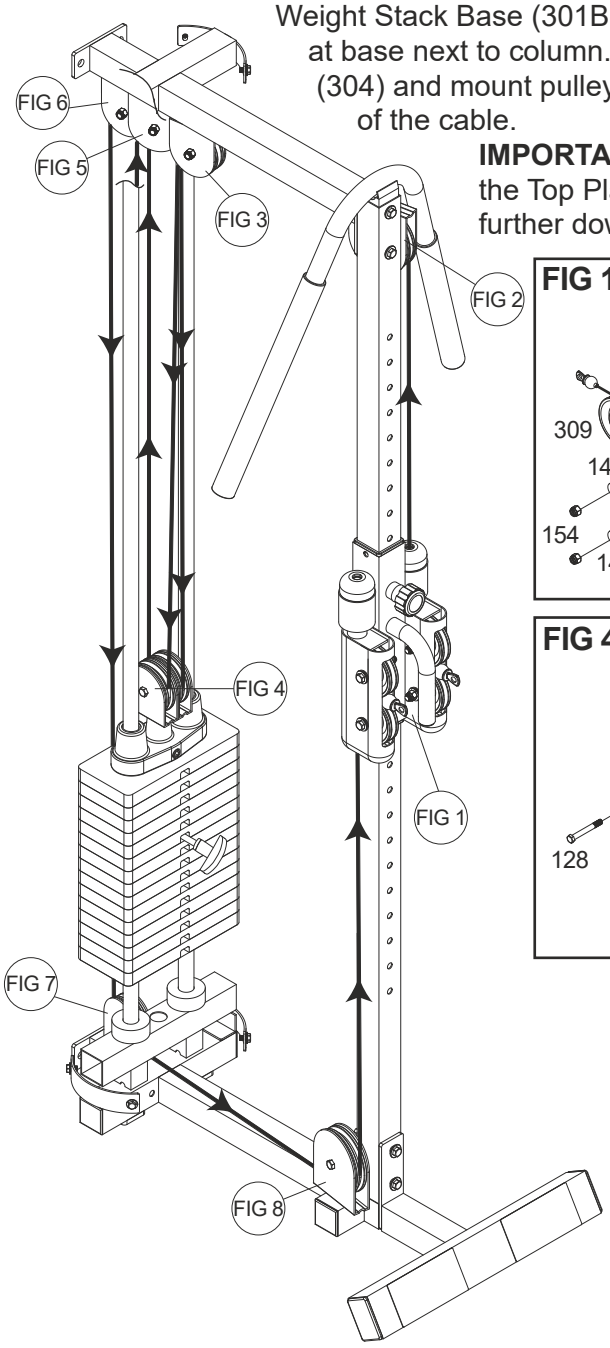
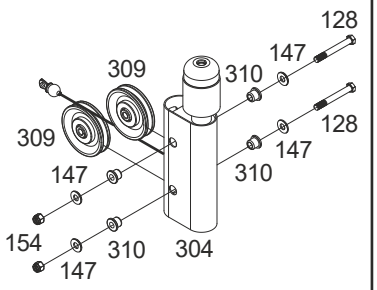
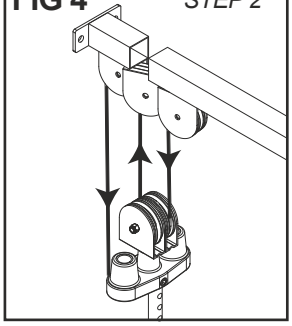

FIG 1
FIG 2
FIG 7,8
1. Screw the Double Pulley Bracket (308) into the Top Plate with Selector Rod (94) 10 threads (2cm).
2. Insert the ball end of the Cable Column Cable (314) into the front of the right side Cable Height Adjuster (304) and out of the top. Then attach two pulleys as shown in Fig 1. Route cable up to Top Guide Rod Retainer (302) and over pulley mounted as shown in Fig 2.
4. Route cable over last pulley in top, exiting toward rear, continue down to pulley mounted behind Weight Stack Base (301B) as shown in Fig 7, under Weight Stack, and around pulley at base next to column. Finally, route cable up to left side of Cable Height Adjuster (304) and mount pulleys as shown in Fig 1. Attach removable end to the bolt end of the cable.